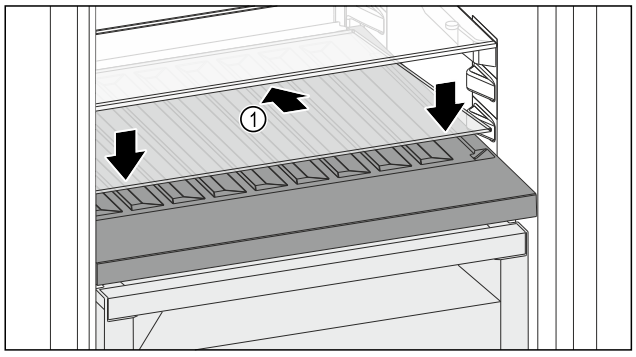

Fig. 139
▶ Așezați placa de sticlă *Fig. 139 (1)* oblic și spre spate înclinată în jos.
▶ Coborâți în față placa de sticlă *Fig. 139 (1)*.